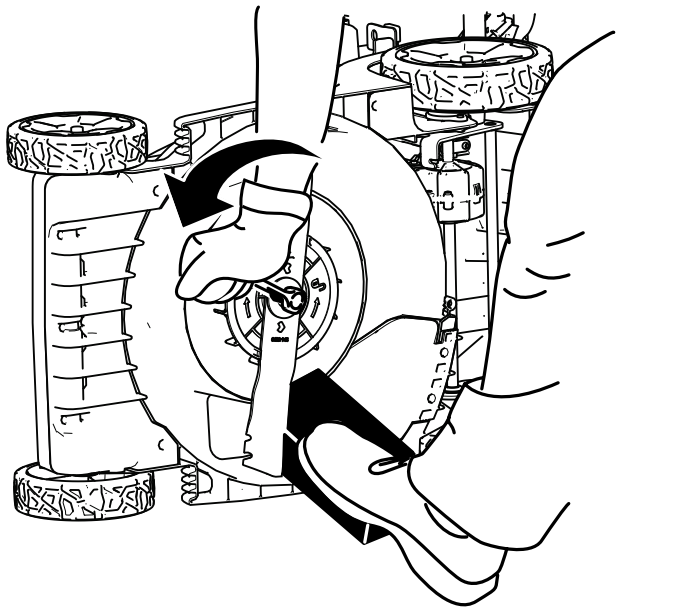

Figur 24
2. Bruk en treblokk til å holde kniven fast (Figur 24).
3. Fjern knivbolten, skiven og kniven. Ta vare på skiven og knivbolten (Figur 24).